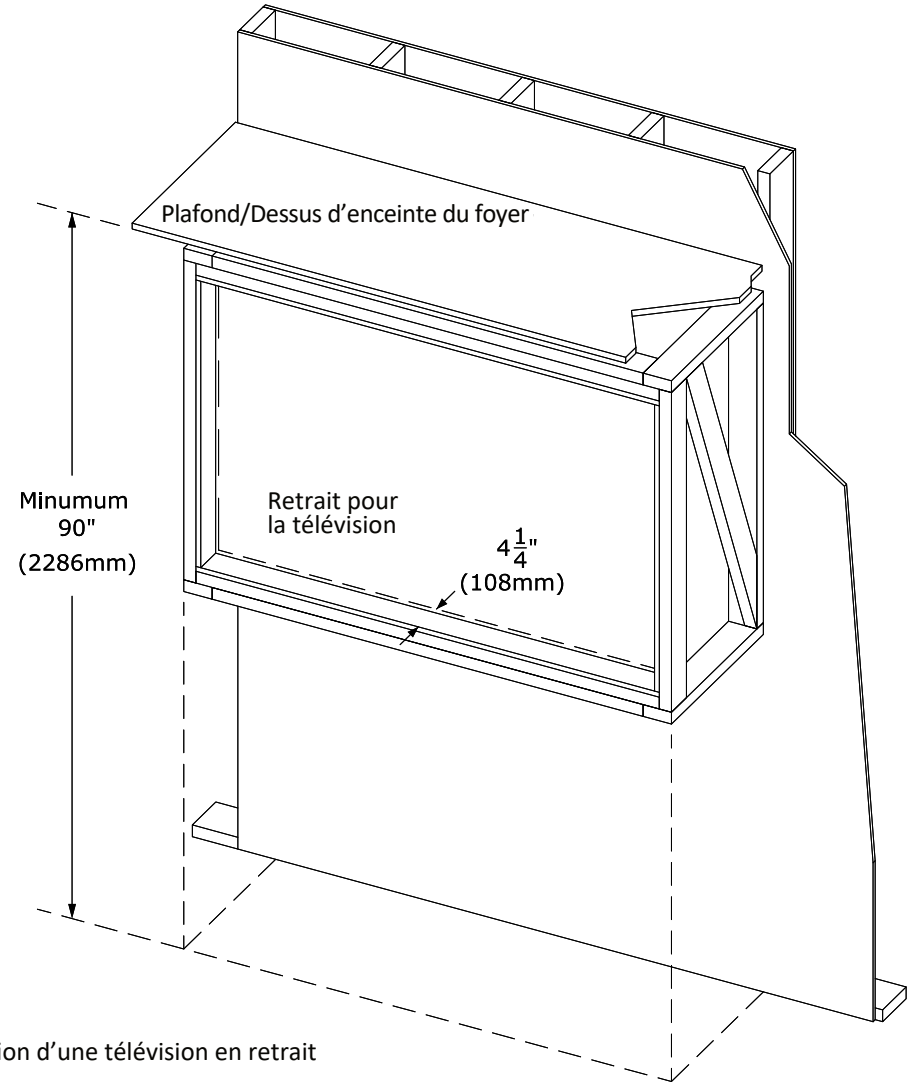

Figure 1.7 - Installation d’une télévision en retrait
- Le retrait de 4-1/4 po (108 mm) est mesuré de la face avant des colombages d’encadrement 2” x 4” à la face arrière du matériau de finition de la cavité en retrait, tel que montré à la Figure 1.7.